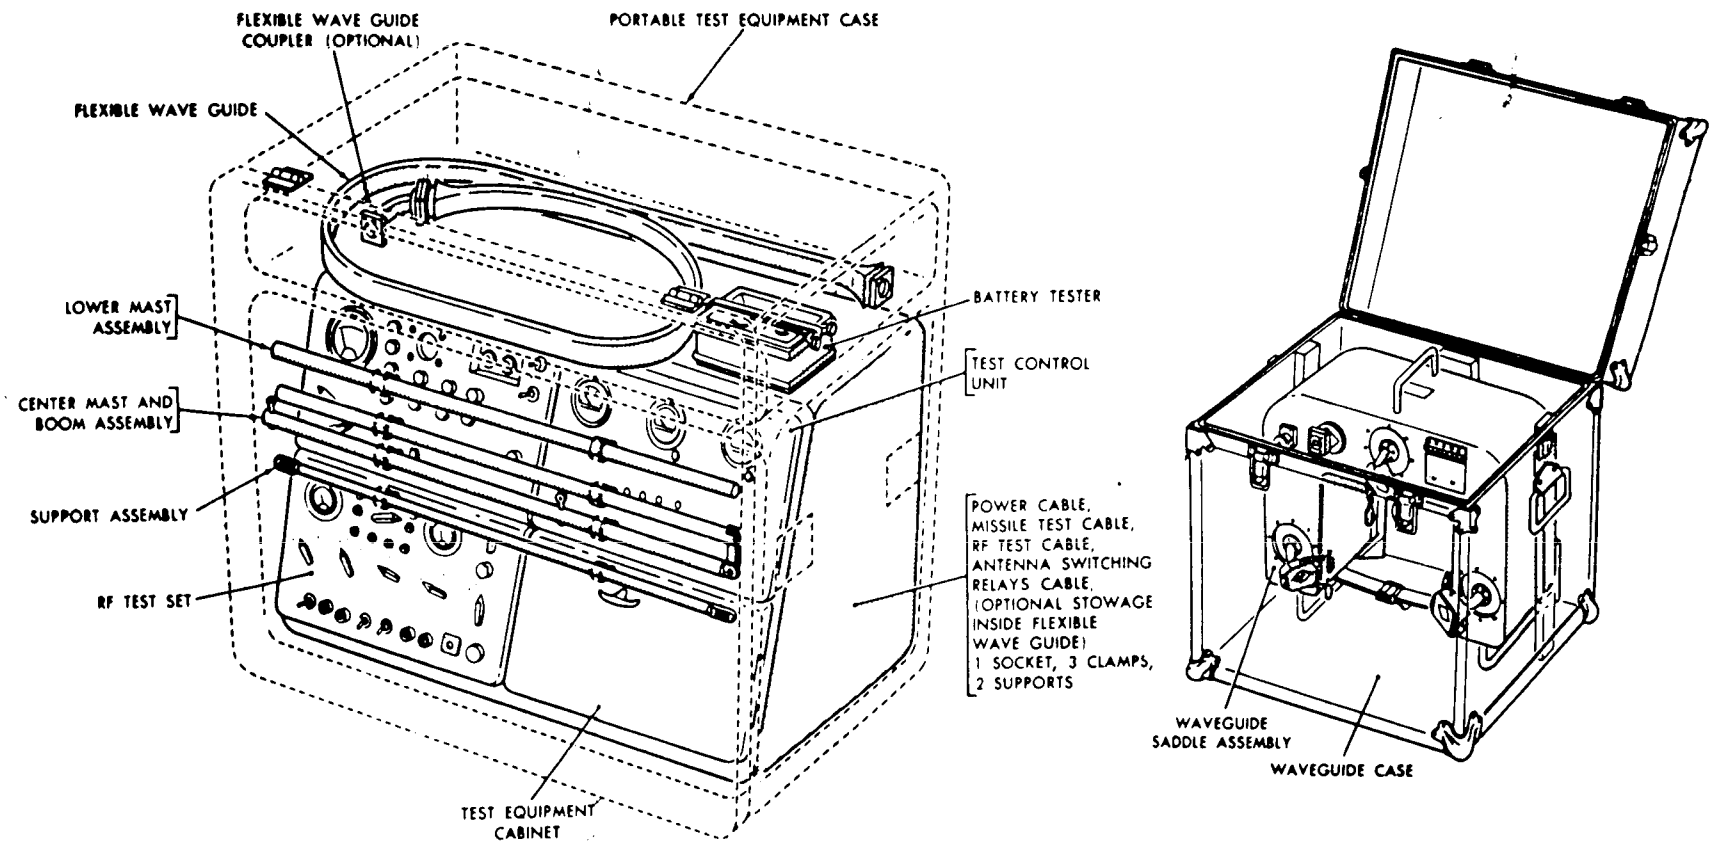

*Figure 90. Portable test set XM20.*
*b. Portable Test Set XM20* (fig. 90). The portable test set XM20 consists of the missile rf test set, the missile electrical test set without the test power control unit, the antenna waveguide assembly, and the associated cables. In ConUS units, this test set will be mounted on a dolly.
(1) Launching section power cabinet.
(2) Launching section control panel.
(3) Launcher operating panel.
(4) Launching section power supply.
(5) Missile-testing hydraulic unit (in the launcher-loader assembly).
*b. Portable Test Set* (fig. 90). The missile electrical test set used in the portable test set XM20 is the same as in the complete test set XM22 except it does not contain the test power control unit. Power for operating the portable test equipment is obtained from the launcher electrical junction box instead of the test power control unit. The test set is stored in a test equipment case. This case, approximately 42 inches high and weighing approximately 400 pounds, contains a missile rf test set, the electrical test set (less the test power control unit), a battery tester, a cable supporting mast, a lower mast support, a flexible waveguide, an antenna switching relays cable, and an rf waveguide assembly. The waveguide assembly is stored in a separate case. The flexible waveguide, the missile test cable, and the antenna switching relays cable are supported by a mast assembly.